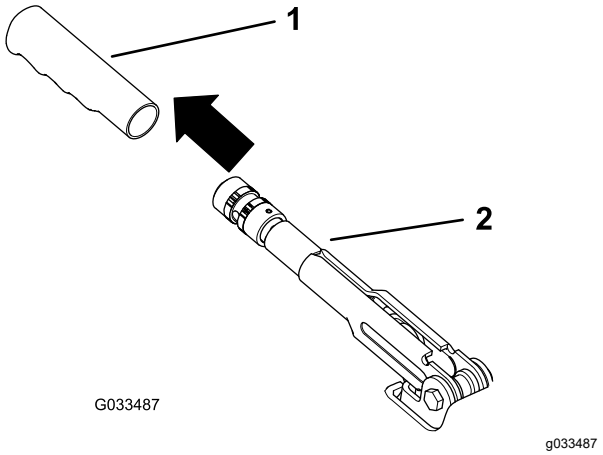

Figur 63
1. Ta bort gummihandtaget från parkeringsbromsspaken (Figur 63).